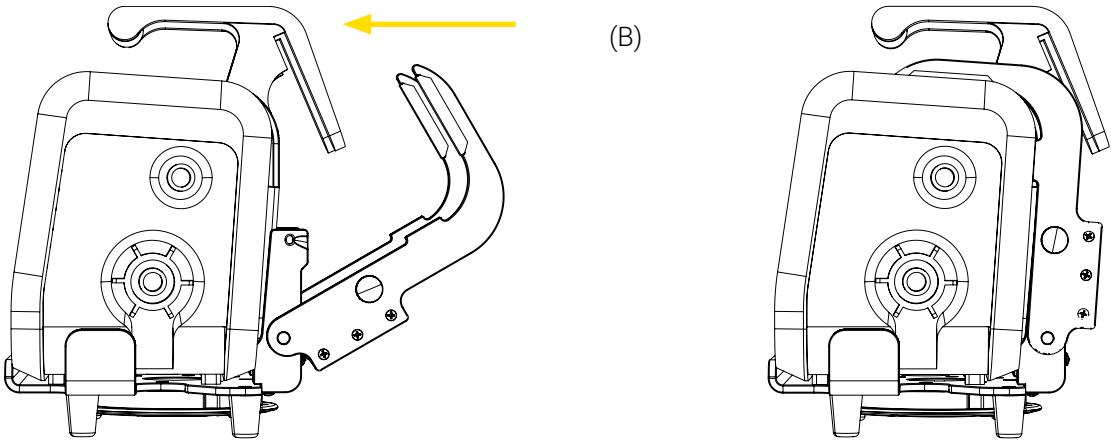

Figure 4: Installation de l'appareil médical dans le support Bracket Pro Serie 60 - SD
3. Lever le système de verrouillage par-dessus l'appareil médical, puis appuyer sur la barre jusqu'à ce qu'il se verrouille (Figure 4).